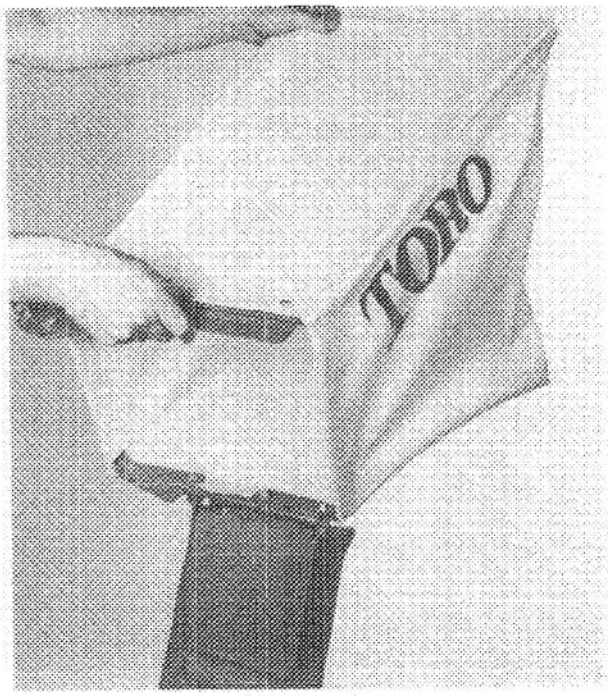

Figure 19
6. To dump grass out of bag, open door at front of bag. While shaking the bag, gradually tip it forward so grass sifts out (Fig. 19). Do not try to dump all the grass at once.